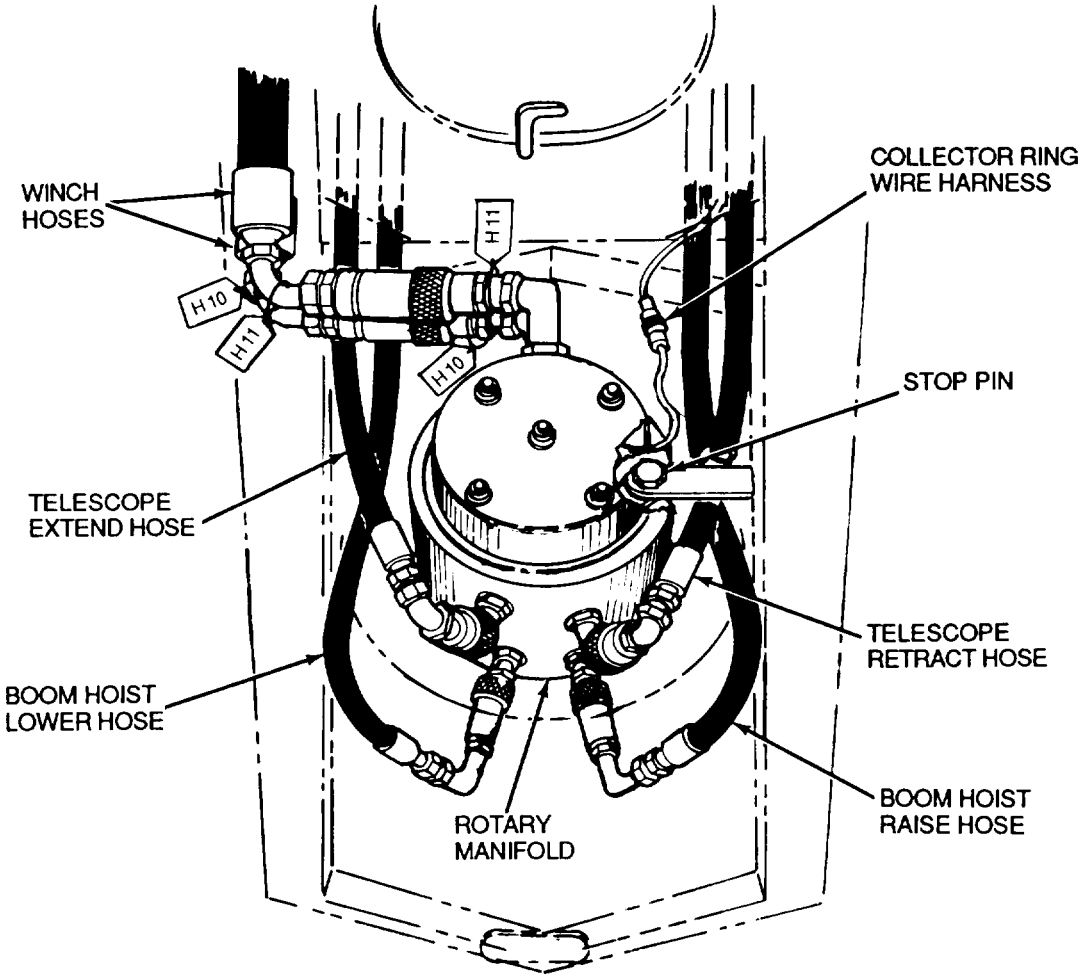

Figure 5-13. *Rotary Manifold Hoses*
b. Connect extend-retract hoses, hooked under tabs (Figure 5-13), onto rotary manifold.